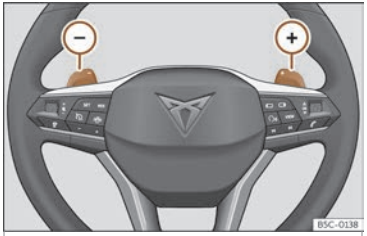

Fig. 148 Volant:palanques per a canvi automàtic.
- Premeu la lleva de canvi (+) per inserir una marxa superior››› **fig. 148**.